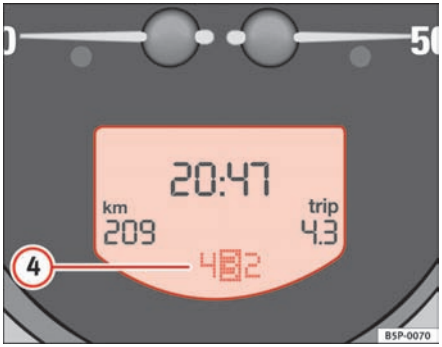

Fig. 36 Detail of the instrument panel: screen with Tiptronic gear indicator
4. Display for the gears in Tiptronic mode (automatic gearbox)*. The selected gear appears in the display field with a light background ⇒ fig. 36. ■